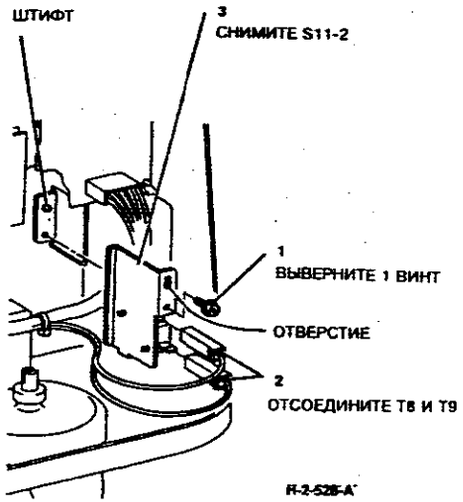

**Рисунок 1. Снятие датчика нижнего предела (S11-2)**
2. (Рисунок 1) Снимите датчик нижнего предела (S11-2).
2. Убедитесь, что установочный штифт попадает в отверстие в монтажной панели датчика (см. рисунок 1).